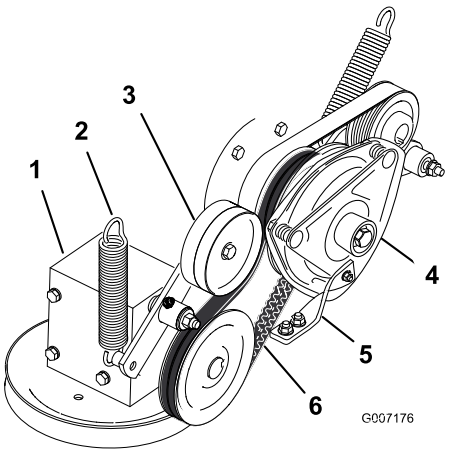

**Figur 61**
4. Tag fjederen af styrearmen (Figur 61).
7. Monter kraftudtagets drivrem omkring koblingens remskive og gearkassens remskive (Figur 61).
9. Monter fjederen på styrearmen (Figur 61).